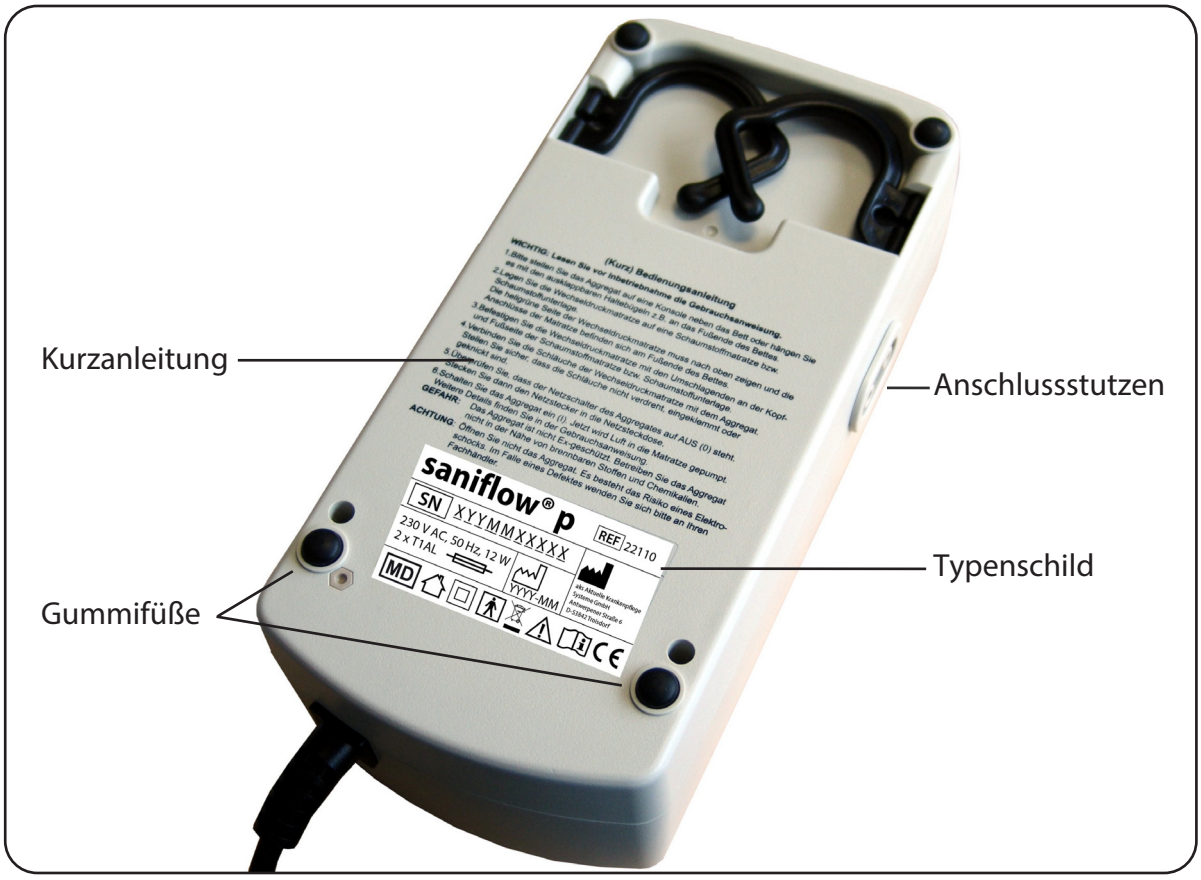

Abb. 5.02 - Aggregat Rückansicht saniflow® p
10. Das Aggregat verfügt über eine Aufhängevorrichtung (2 Haltebügel) sowie 4 Gummifüße an der Rückseite (Abb. 5.02). Hängen Sie das Aggregat mit den beiden umklappbaren Haltebügeln an das Fußende des Bettes oder stellen Sie es, mit der Rückseite, auf eine ebene Ablagefläche neben das Bett.
11. Schließen Sie die beiden Versorgungsschläuche der Wechseldruckmatratze an die Anschlussstutzen des Aggregates an (Abb. 5.02). Achten Sie darauf, dass die Versorgungsschläuche nicht verdreht, eingeklemmt oder geknickt sind.
2. Ziehen Sie beide Enden der Versorgungsschläuche von den Anschlussstutzen des Aggregates ab (Abb. 5.02).
4. Nach Beendigung des Patiententransportes, stecken Sie die Enden beider Versorgungsschläuche auf die Anschlussstutzen des Aggregates (Abb. 5.02) und schließen Sie das Aggregat an das Stromnetz an.